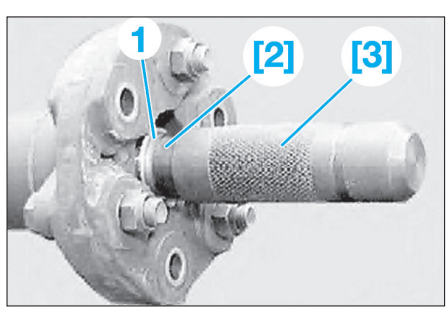

Fig. 7
- [2]. Mandrin à frapper pour enfoncer la douille de centrage sur l'arbre de transmission (ref : 11 2 030) **(Fig.7)**.
- [3]. Poignée (ref : 00 5 500) **(Fig.7)**.
• Enfoncer la douille de centrage (1) dans l'arbre de transmission au moyen des outils [2] et [3] **(Fig.7)**.